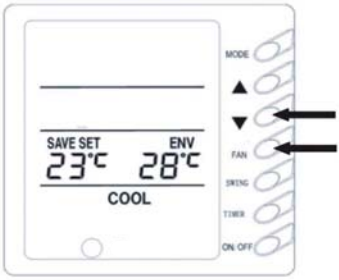

Рис.8
8) **Настройка функции энергосбережения** (рис.8)